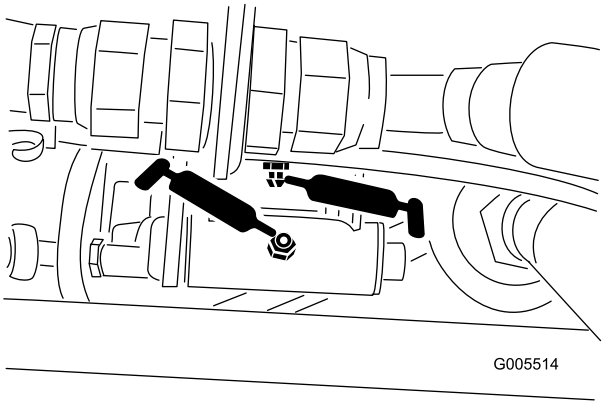
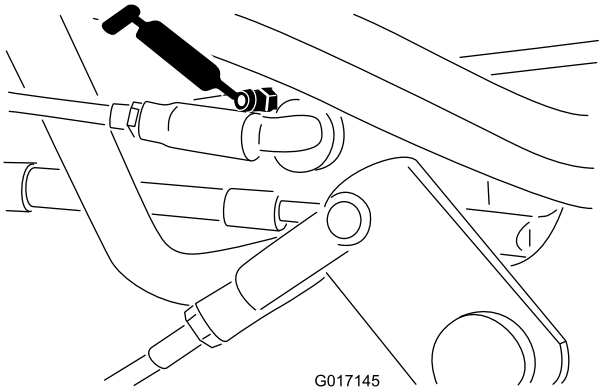

Figur 41
Figur 42
- Hastighetsvelger (Figur 41 og Figur 42)